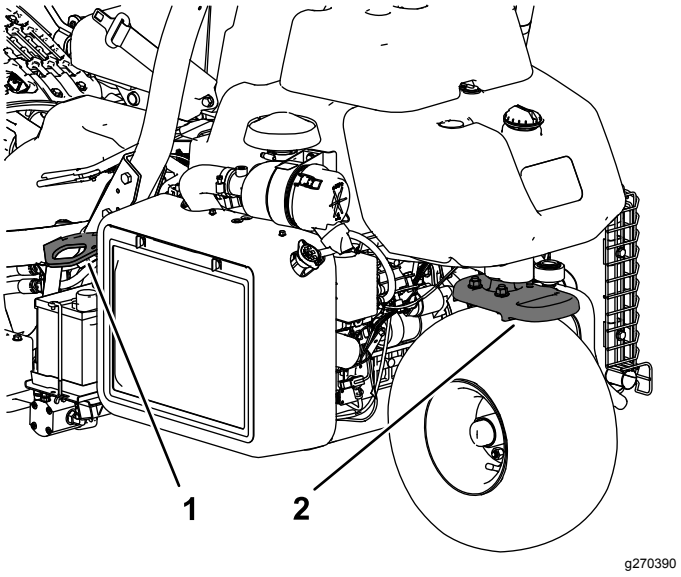

Figur 28
- Fastgør maskinen med stropper, kæder, kabler eller reb. Både de forreste og bageste stropper bør føres ned og udad fra maskinen (Figur 28).